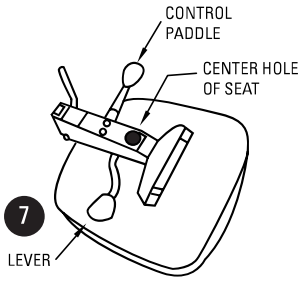

FIGURE 2.
5) Align the center hole of the underside of the seat assembly (3) with the top of the pneumatic cylinder (2) and lightly push down. Kneel on the seat to hold it together. This will press the base, pneumatic cylinder and seat together. (Underside of the seat is shown in Figure 2)
8) Adjust the seat back to the desired angle using the control lever located on the side of the seat. You can adjust the height of the back by lifting the back release up. Push the back release(8) down to lock the bar in place.
9) To raise the height of your chair, take your weight off of the chair and pull up on the lever (7) on the underside of the seat and adjust.
10) To lower the height of your chair you must be seated with your weight on the seat, lift up on lever (7).